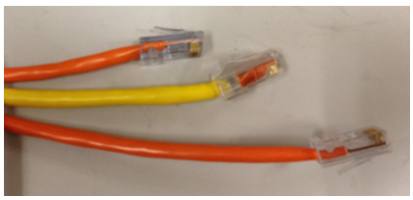

Figure 6.4 - Staggered Connector Ends
8. Stagger the ends of connectors as shown in Figure 6.4 prior to taping and attaching to the pull cord. This makes the cables less bulky and makes pulling the cables easier.